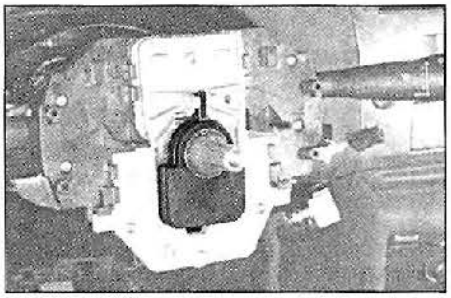

FIG. 34
• Desmontar el captador de ángulo de volante **(fig. 34).**